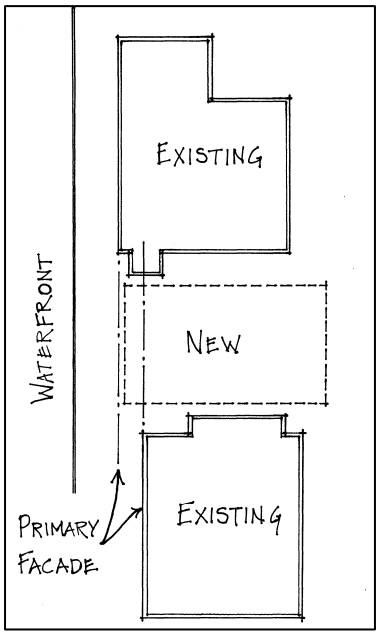

Figure 2 – New Setbacks
- Should be placed no further from nor closer to the water than adjacent buildings or facades along the same waterfront. (Fig. 2)